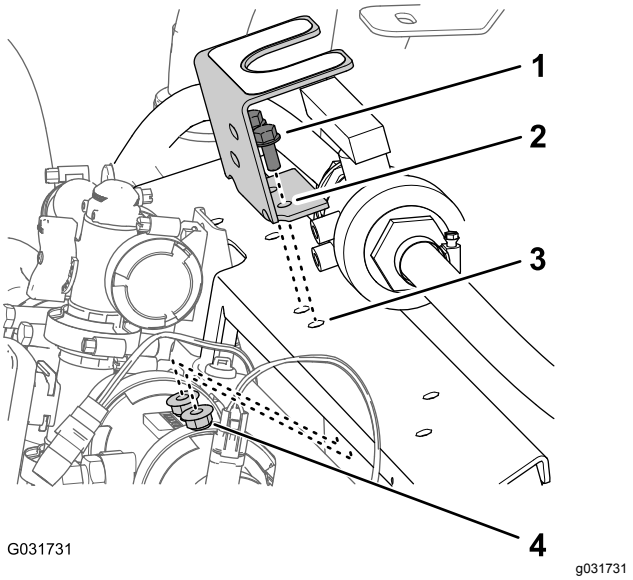

Figur 229
1. Innrett hullene i monteringsbraketten for kuleventilen som du fjernet i trinn 4 av 9 Koble fra det valgfrie EU-samsvarssettet (side 22) med hullene i manifoldfestet som du boret i Bore manifoldfestet (side 101) som vist i Figur 229.
2. Monter monteringsbraketten til manifoldfestet (Figur 229) med de to flenshodeboltene (5/16 x 3 tomme) og flenslåsemutterne (5/16 tomme) som du fjernet i trinn 4 av 9 Koble fra det valgfrie EU-samsvarssettet (side 22).